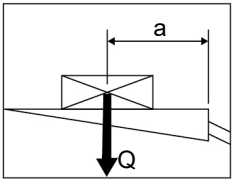

Abbildung 30: Lastdiagramm
Die maximal erlaubte Nutzlast (Q) hängt vom Lastabstand (a) ab (siehe Abbildung 30). Der Lastabstand (a) ist der Abstand zwischen der Hinterkante der Ladefläche und dem Nutzlast-Schwerpunkt (S, siehe Sicherheitshinweis auf Seite 78).